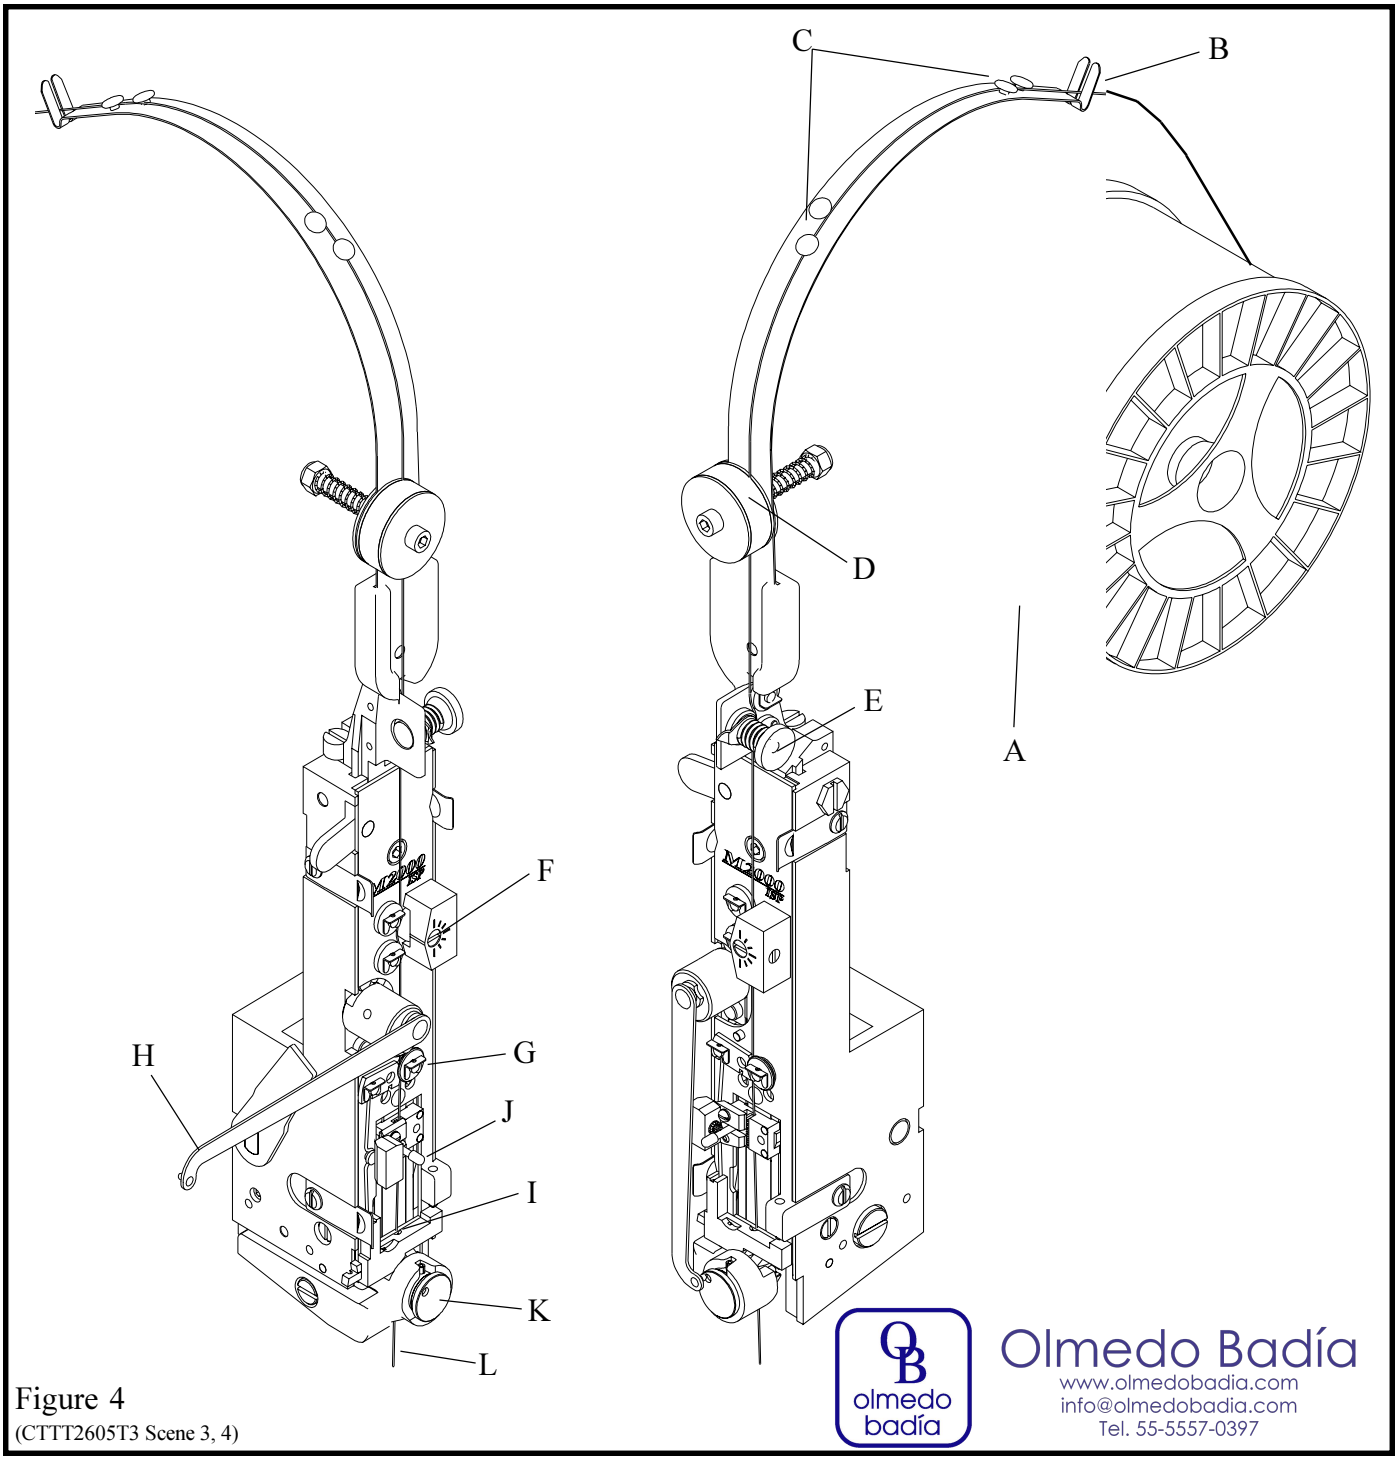

Figure 4
THREADING WIRE AND ADJUSTING WIRE STRAIGHTENERS (See fig. 4)
6. To check adjustment, hold open grip (Index J and pull about 1 1\2 feet of wire from below face plate. Cycle machine once by hand to cut wire. Cycle machine again by hand to observe wire straightness. The wire (Index L) should point straight down, prior to being cut, as shown in Figure 4 .
7. Adjust the upper wire straightener, beginning at position shown, (Index E, Figure 4) so that the wire points straight down. Adjust the lower wire straightener, beginning at the 3:00 o'clock position, (Index F, Figures 4) so that the wire (Index L, Figure 4) feeds straight down.